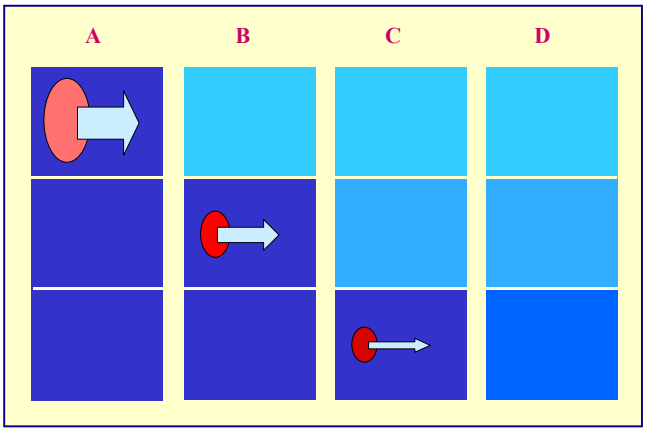

Figure 1: Sedimentation of erythrocytes through Polymorphprep™; for details see text
The theory of the separation is that the polysaccharide aggregates the erythrocytes and causes them to sediment rapidly through the medium, ahead of the leukocytes. In Figure 1, the column of Polymorphprep™ is divided hypothetically into three zones. When the erythrocytes enter the top zone (A), there is a large difference in osmolality across the erythrocyte membrane, which causes water to move from the erythrocytes into the medium (thereby diluting it significantly), while the osmolality inside the erythrocytes increases. Consequently, when these erythrocytes sediment into the middle zone (B), the difference in osmolality across the erythrocyte membrane is now less pronounced, so the erythrocytes lose less water than they did in the top zone, the medium is consequently diluted less. In the bottom zone the difference in osmolality across the erythrocyte membrane and consequently the loss of water into the medium, are reduced further (C). In this way, the density of the medium is decreased most in the top zone and least in the bottom zone and a gradient is generated (D). In reality, the erythrocyte sedimentation and medium dilution changes occur progressively and smoothly; the gradient is therefore continuous rather than discontinuous. It is within this continuous gradient that the mononuclear and PMNs are resolved (see Figure 2). The standard protocol is described on p2.